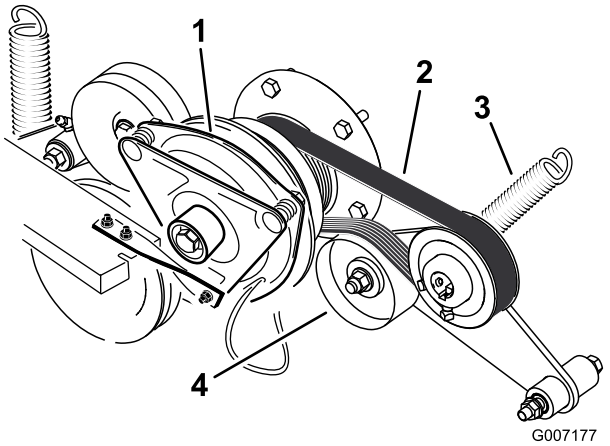

Figur 71
3. Demontera fjädern på remskivearmen (Figur 71).
4. Montera den nya remmen runt motorns och hydropumpens remskiva (Figur 71).
6. Montera fjädern på remskivearmen (Figur 71).